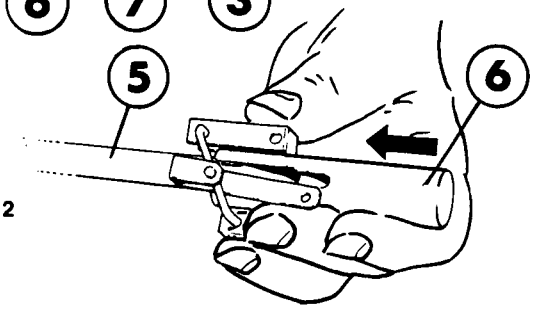

Fig 2
b) Slide the sleeve (6) with link system on to the filling pipe (5) so that the wide slot in the sleeve (6) coincides with the wide slot in the filling pipe (5). Fig. 2.